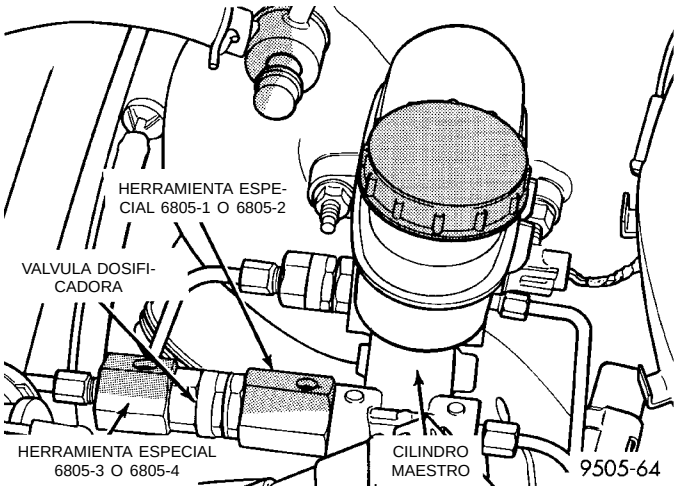

Fig. 27 Instalación de la válvula dosificadora para la prueba de presión
(4) Instale la Conexión para prueba de presión, Herramienta especial 6805-1 ó 6805-2 (Fig. 27) en el orificio de salida del cilindro maestro del que se retiró la válvula dosificadora.
(5) Instale la válvula dosificadora en la conexión para prueba de presión instalada en el orificio de salida del cilindro maestro (Fig. 27).
(6) Instale la Conexión para prueba de presión, Herramienta especial 6805-3 ó 6805-4 (Fig. 27) en el orificio de salida de la válvula dosificadora.
(7) Conecte el tubo de freno hidráulico en la conexión para prueba de presión que se instaló en la válvula dosificadora (Fig. 27).